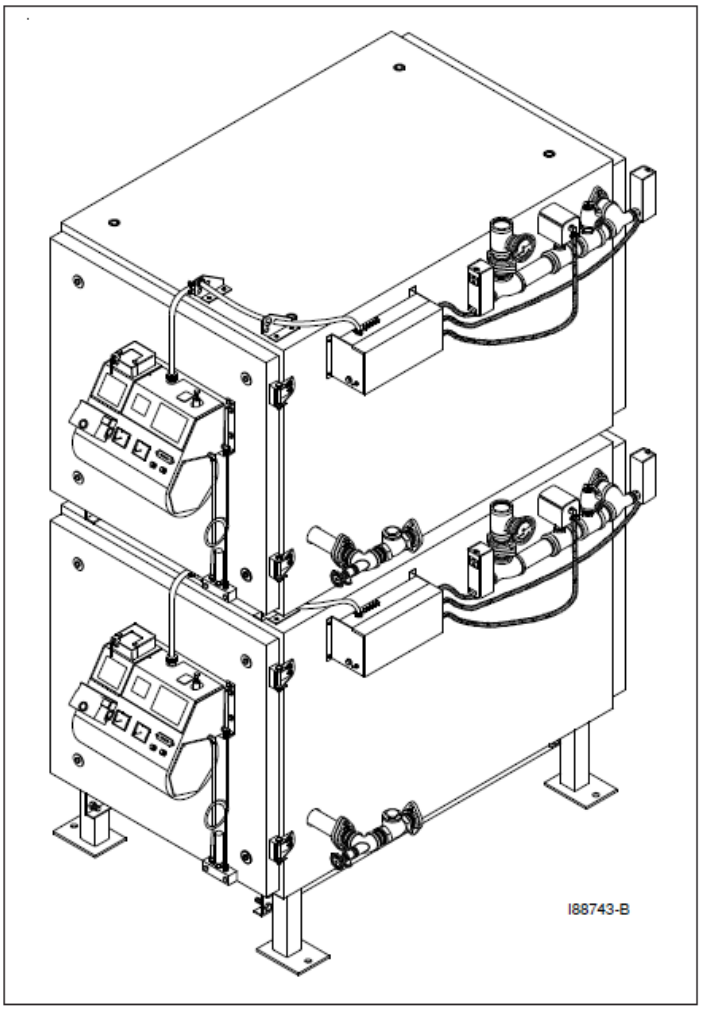

Figure 3C – Dual-Stacked Boilers (Completely Assembled)
1. Refer to Figures 3C and 3D. Move the support stand into the approximate position where the dual-stacked boiler is to be installed, and place blocks (approximately 10 inches high) inside the stand to provide safety support for the boiler.